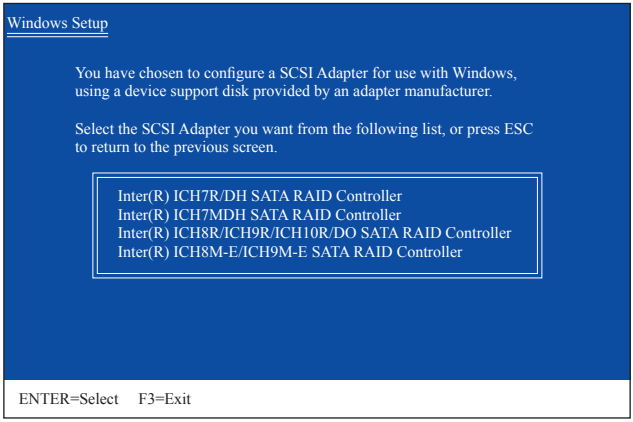

図 2
SATA RAID/AHCI ドライバを含むフロッピーディスクを挿入し、<S> を押します。次に、以下の図 2 のようなコントローラメニューが表示されます。**Intel (R) ICH8R/ICH9R/ICH10R/DO SATA RAID Controller** を選択し、<Enter> を押します。